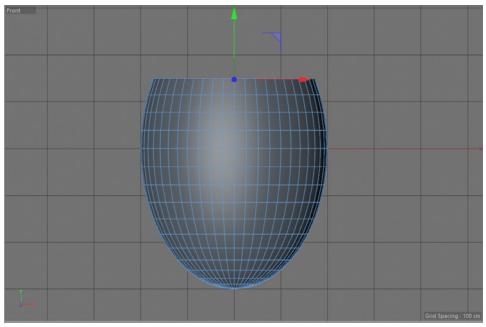

Figure 3-73 *Selected polygons moved downward*
8. Choose the **Move** tool from the Command Palette and move the selected polygons downward, as shown in Figure 3-73.